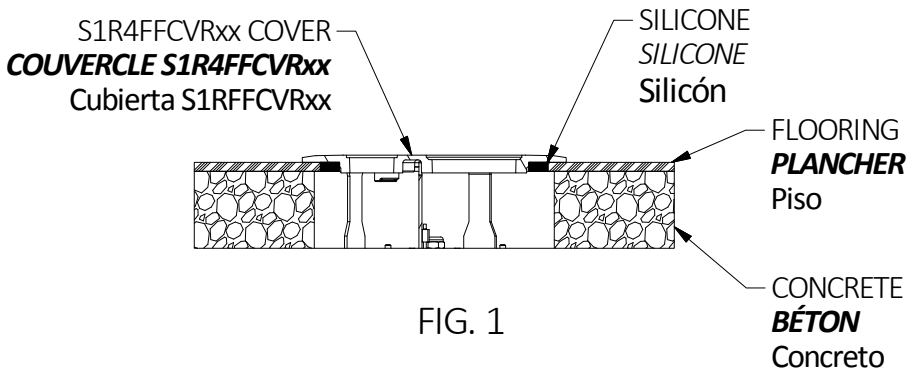

FIG. 1
3) Apply a ¼ in thick continuous bead of electrical type RTV silicone fully around the perimeter underside of the flange portion of the cover as shown. Fig 1. Silicone height shall be at least the same as the flooring height.
3) Appliquer un cordon continu de 6,3 mm de silicone RTV pour applications électriques sur tout le périmètre intérieur du rebord du couvercle conformément à la Fig. 1. La hauteur du cordon doit être au moins équivalente à la hauteur du plancher.